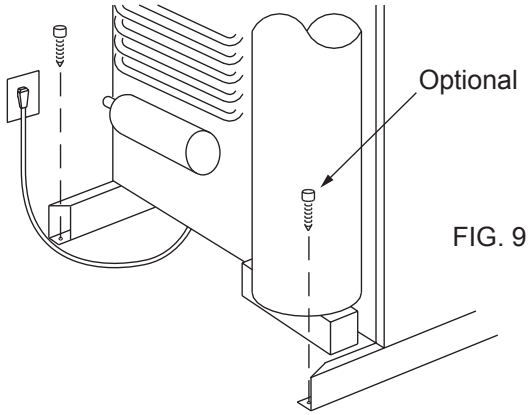

FIG. 9
3. One screw installed in the rear base, see fig. 9. The screw shown on the burner side is an option. It is not required to properly secure the refrigerator in the enclosure.